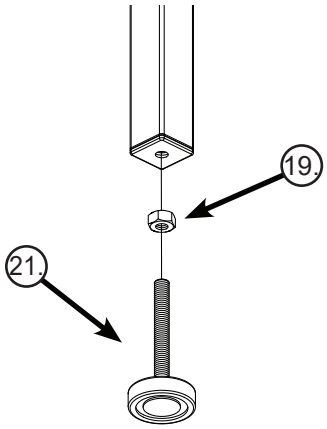

Fig. 11
11. Localisez les deux pieds de soutien et retirez-les de l'emballage de quincaillerie de la table T-Glide avec deux écrous hexagonaux M8. Vissez un écrou hexagonal M8 sur la tige filetée de chaque pied de sorte que l'écrou se trouve près de la base en caoutchouc, puis enfilez le pied dans le bas du pied de soutien aussi loin que possible (voir Fig. 11).